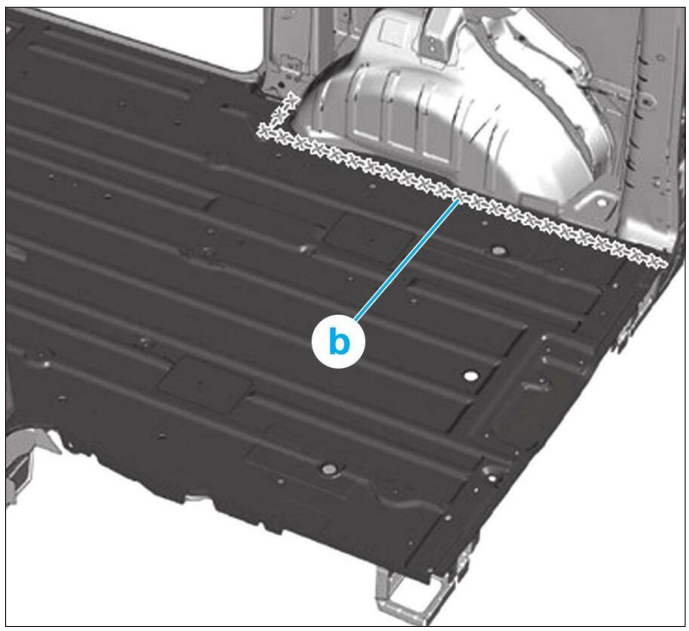

**FIG. 91**
• Tracer puis découper en (b) la tôle de recouvrement intérieur (opération symétrique) **(Fig.91)**.